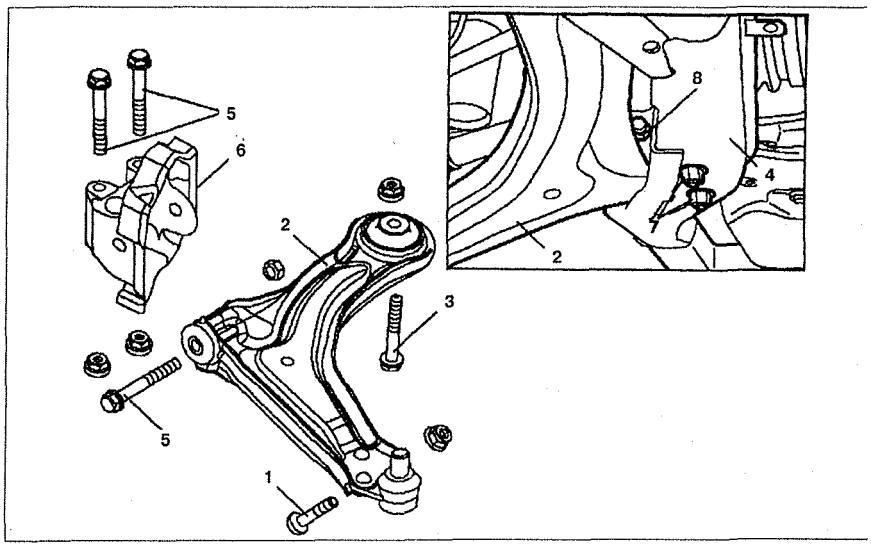

Рис. 7.4. Нижний рычаг подвески (автомобили с двигателем 104.900):
7. Открутите болт **1** крепления шаровой опоры нижнего рычага **2** к поворотному кулаку (см.рис.7.4).